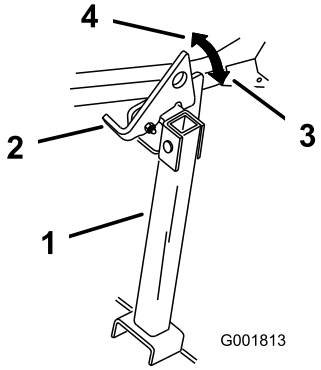

Figur 41
2. Lyft upp spärrhaken i fritt läge (Figur 41).